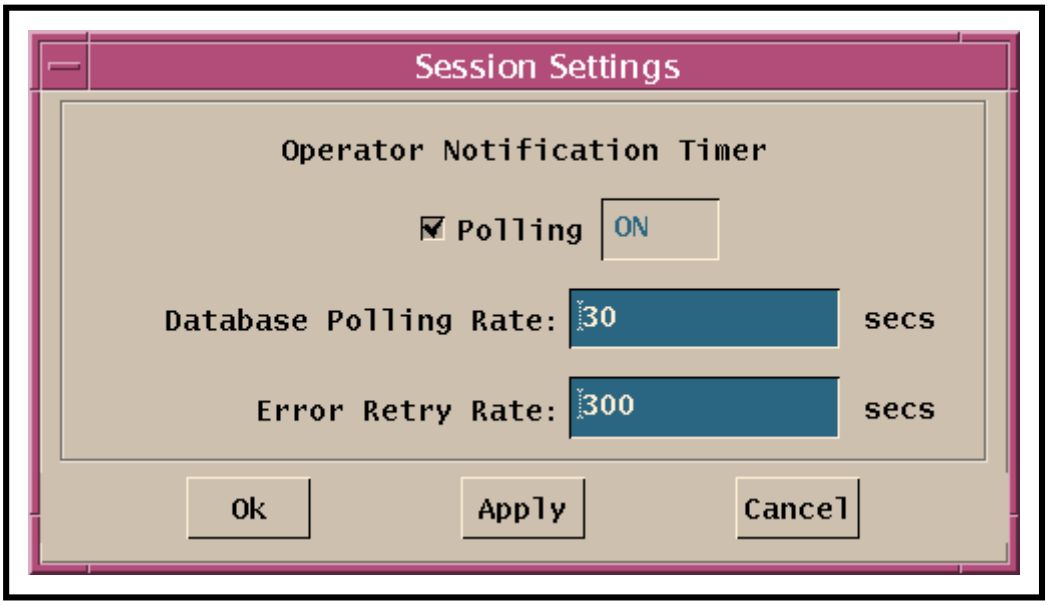

Figure 17. Session Settings Dialogue Box
- The **Session Settings** dialogue box (Figure 17) is displayed.